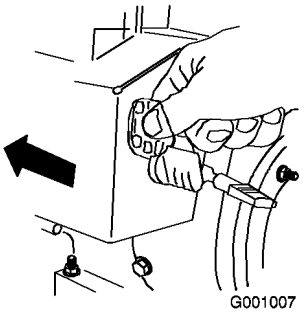

Figura 23
5. Inserite la chiave di accensione (Figura 23).